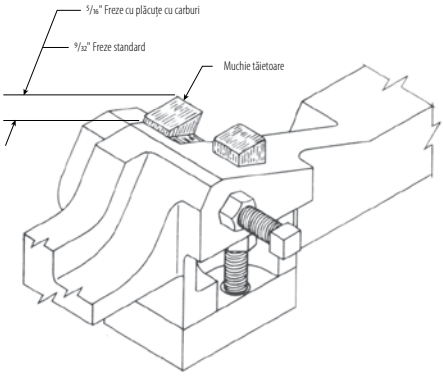

FIGURA 4
2. Introduceţi freza în braţ cu muchia tăietoare înspre partea cu butonul de avans al rolei suport exterioare a maşinii. Vezi figura 4.
5. Verificaţi proiecţia frezei. Frezele noi sunt astfel fabricate încât să fie aliniate cu braţul, vezi figura 4. Vezi nota. Frezele de turaţie mare trebuie să aibă o proiecţie de 9/32 + 1/32, –0 măsurată între muchia tăietoare şi braţul frezei. Vezi figura 4. Măsuraţi proiecţia plăcuţelor cu carburi. Dacă aceasta nu se încadrează în specificaţii, vezi procedura de reglare a proiecţiei frezei.
3. Reglaţi proiecţia rotind şurubul de reglare cu ajutorul unei şurubelniţe plate. Rotirea şurubului în sens orar creşte proiecţia frezei. Rotirea şurubului în sens antiorar micşorează proiecţia frezei. La micşorarea proiecţiei, poate fi nevoie ca freza să fie împinsă în şurubul de reglare. O jumătate de cursă (½) a şurubului modifică proiecţia cu 1/32" (0,8 mm). Vezi figura 4.